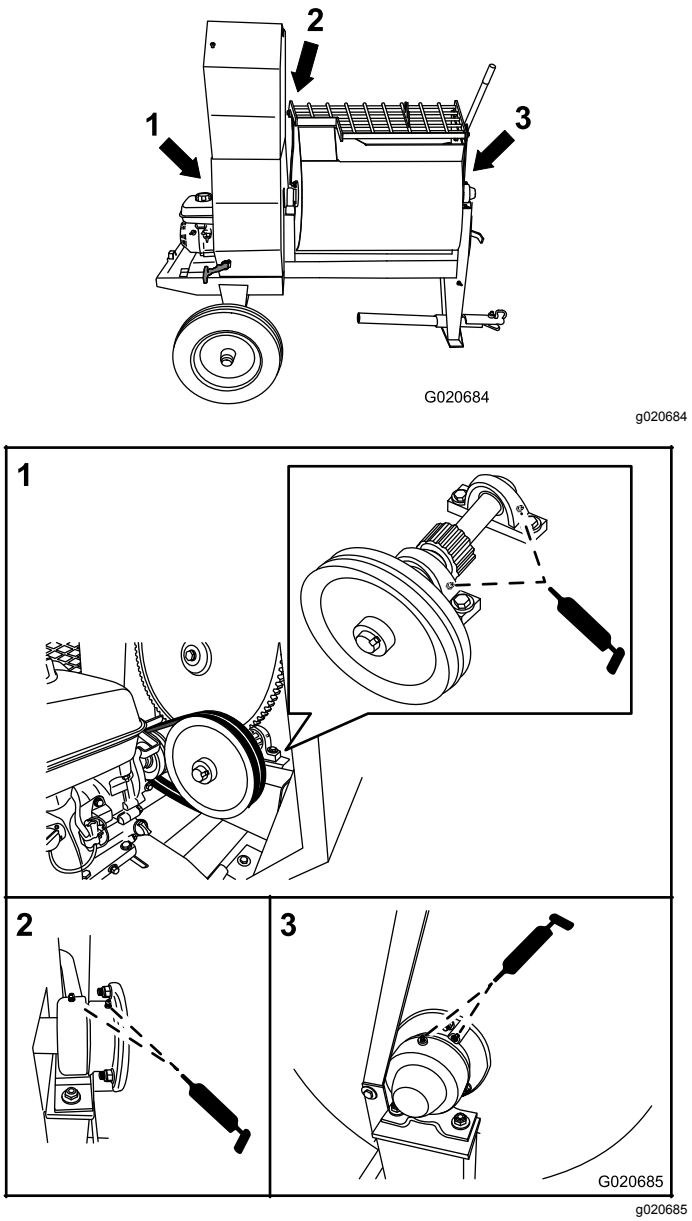

Figure 42
2. Clean the area around each grease fitting with a rag and lift the plastic cap off the grease fitting (Figure 42).
- For the pillow-block bearings, pump 1 shot of grease into each fitting (Figure 42).
- For the trunnions, pump several shots of grease into each fitting until it starts to ooze out of the bearing housing (Figure 42).